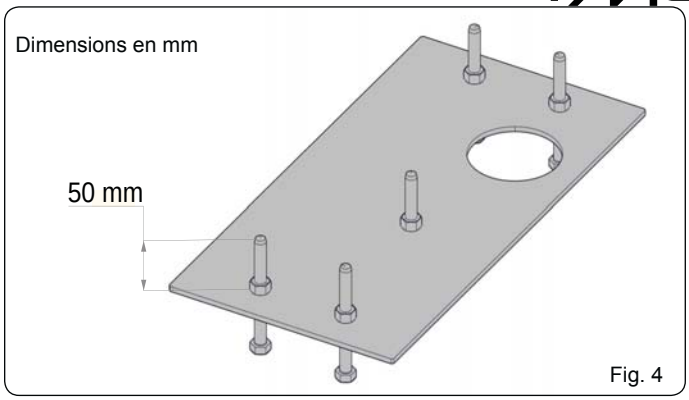

Fig. 4
1. Assembler la plaque de fondation d'après la Fig.4.